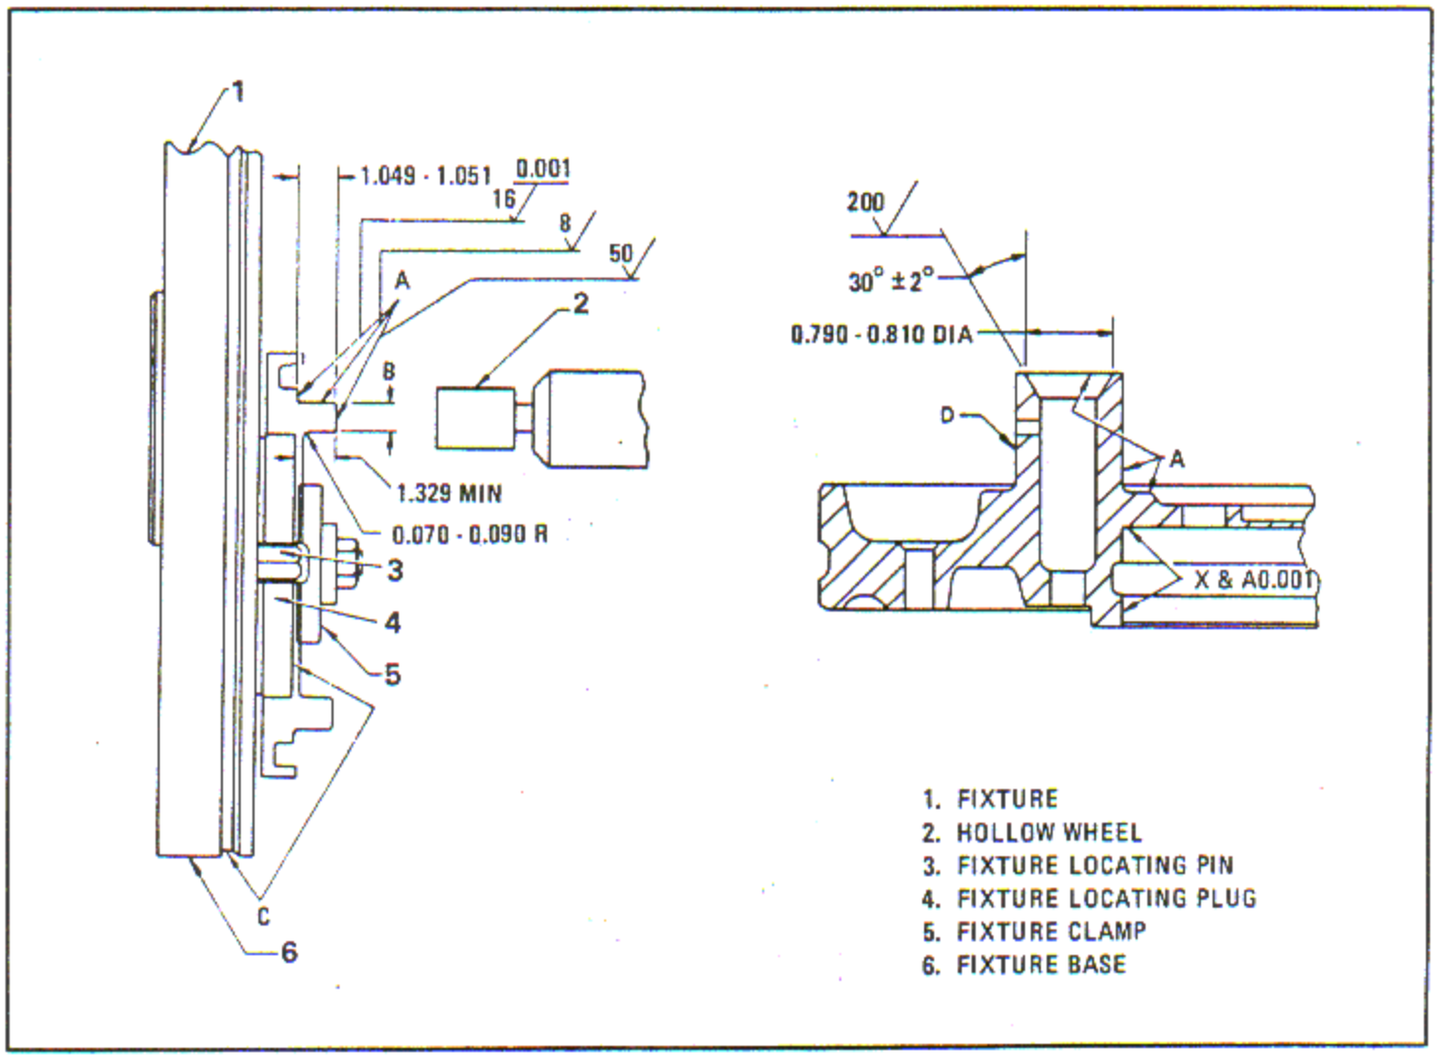

Figure 6-79. Balanceweight Drive Gear Trunnion Reconditioning Limits
a. Mount fixture (1, figure 6-79) to the faceplate of a suitable internal or universal grinder. Indicate the fixture C surfaces to run true within 0.001 inch full indicator reading. Tighten the fixture sufficiently to maintain its position.
c. Place the support on the fixture locating plug (4, figure 6-79) and pin (3), positioning the least worn trunnion over the machine center for grinding. Clamp the support tightly with the fixture clamp (5).
d. Indicate the unworn area of the trunnion outside diameter, thrust and end faces (surfaces A) to run true within 0.001 inch full indicator reading. Adjust the fixture base (6) on the machine faceplate as required to obtain this reading. Tighten the fixture securely to the faceplate.
f. If necessary, machine the trunnion to maintain the 58 - 62 degree included inside angle to a diameter of 0.790 - 0.810 inch as shown in figure 6-79.